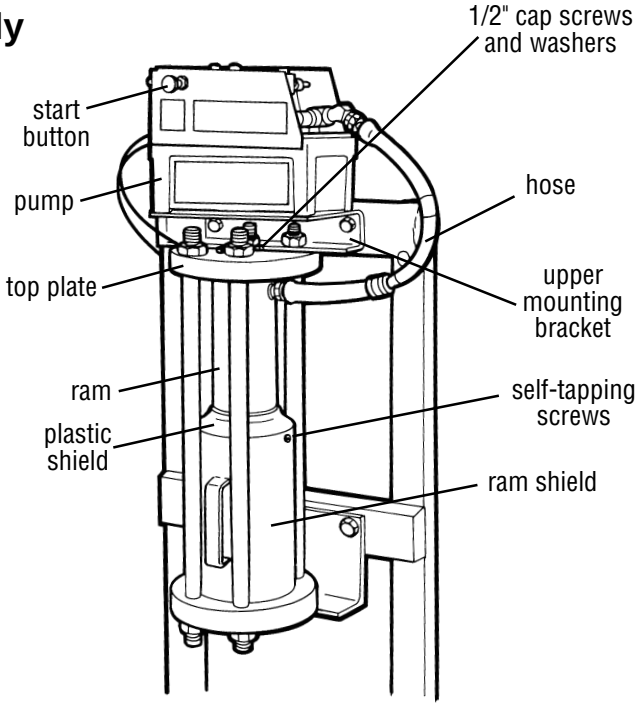

Figure 1
1. Slide the plastic shield over the threads on the ram as shown in Figure 1.